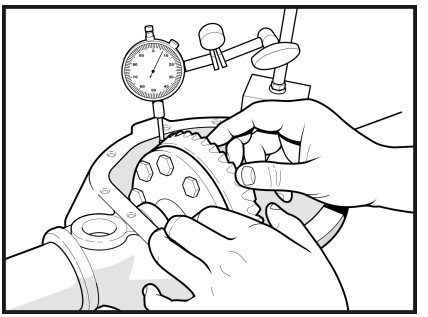

Рис. 26
3.13 Отрегулируйте боковой зазор главной пары, используя индикатор часового типа. Для контроля выполните три замера и сравните их среднее арифметическое со значением, записанным ранее. (**Рис. 26**)